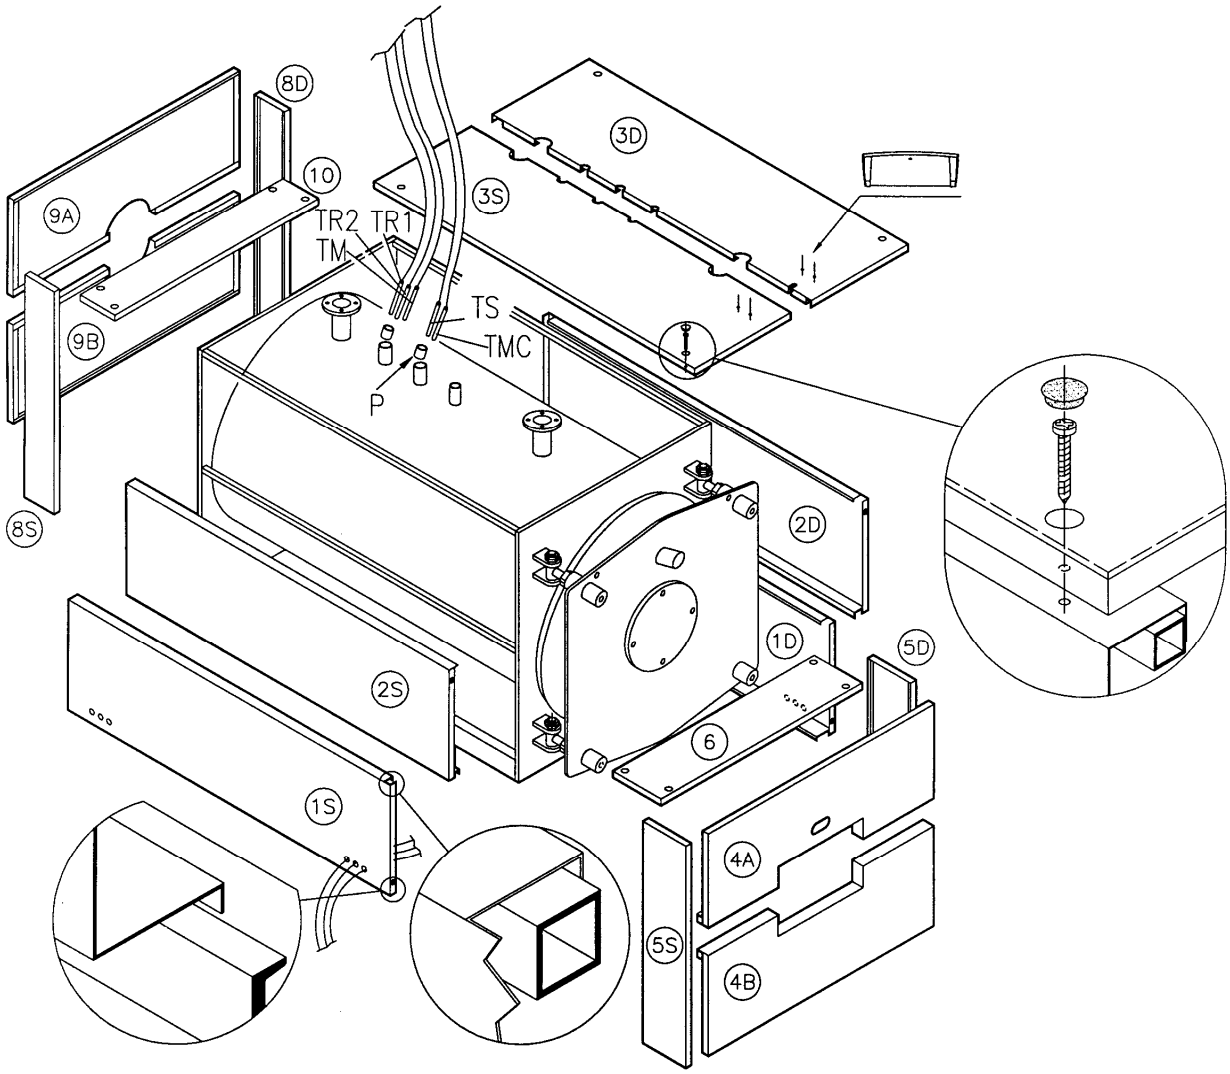

Рис. 9
4.3 ОБШИВКА КОТЛА REX/REX K 50÷130 (Рис. 9)
a) Обернуть стекловатой корпус котла, оставляя свободными зумпфы для колб (P), расположенные на правой стороне.
d) Установить верхнюю панель (3S) на котел; зафиксировать на ней панель управления; размотать капилляры термостатов и термометра и вставить их колбы в зумпфы (P).
f) Установить панели (5S) и (5D), прикрепив их к боковым панелям при помощи скоб; соединить передние панели (4B) и (4A), прикрепив их к панелям (5S) и (5D). Закрыть обшивку двери верхней панелью (6), закрепив ее винтами и закрыв отверстия заглушками (см. рисунок 9).
g) Установить панели (8S) и (8D), прикрепляя их к боковым панелям при помощи скоб. Установить задние панели (9B) и (9A), прикрепив их к панелям (8S) и (8D); закрыть обшивку дымохода верхней панелью (10), закрепив ее винтами и закрыв отверстия заглушками.